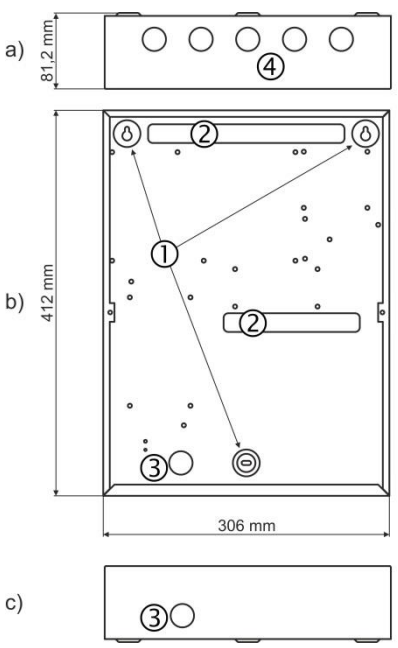

Figure 4 – Elements of the metal bottom:
• Choose inlets for the main power supply cable, loops, sounders, control devices, etc. Remove the metal cap element just from those holes for cable running (Figure 4).